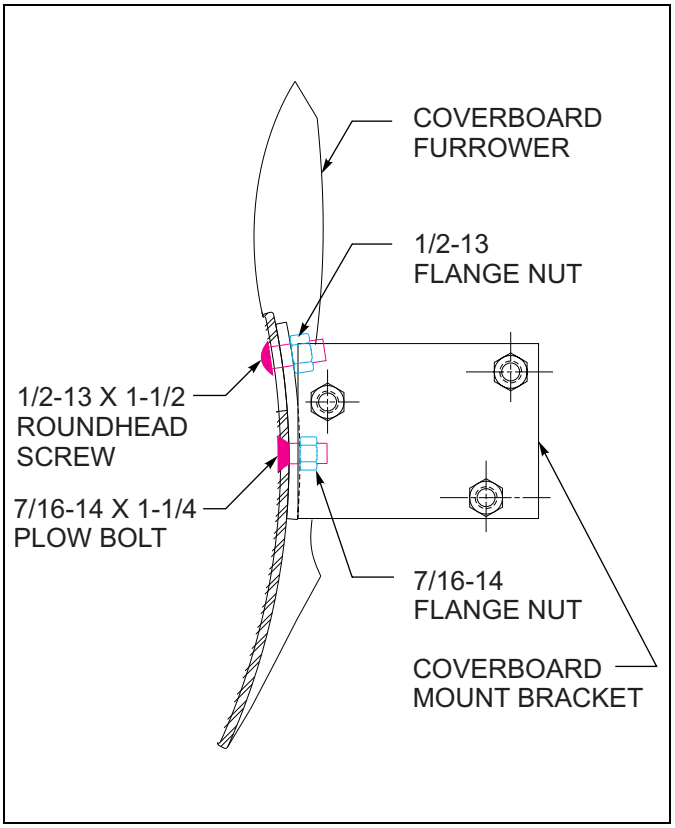

Figure 3-8: Coverboard Installation
2. Tighten the 7/16-14 flange nut to the 7/16-14 x 1-1/4 plow bolt before tightening the 1/2-13 hex nut to the 1/2-13 x 1-1/2 roundhead screw. This is to ensure that the point of the coverboard furrower is pulled tightly against the bracket. Make sure that the plow bolt head is flush with the surface of the coverboard furrower **(See Figure 3-8.)** This hardware should be tightened now.